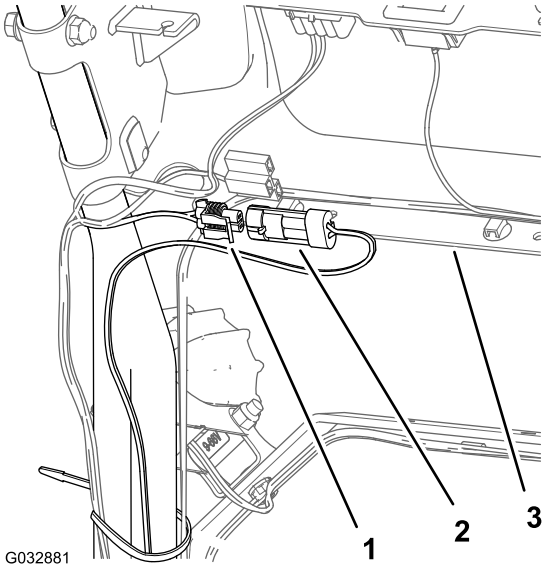

Rysunek 14
4. Po spodniej stronie konsoli podłącz złącze 2-stykowe wiązki przewodów zestawu lamp LED do 2-stykowego złącza gniazdowego zestawu wiązki przewodów zestawu lamp LED i bezprzewodowego licznika motogodzin (Rysunek 14).